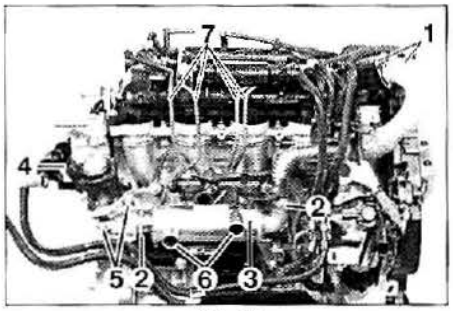

FIG. 25
• Desmontar el filtro de aire (9) y el soporte (10).
• Desmontar los tornillos de fijación (1) del conducto del intercambiador térmico EGR **(fig. 25)** (vista del motor desmontado para mayor claridad).
• Desmontar las abrazaderas de fijación (2) del intercambiador térmico EGR.
• Separar el intercambiador térmico EGR (3).
• Sacar el conector eléctrico (4).
• Desmontar los dos tornillos de fijación (5).
- el intercambiador EGR (3) después de haber desconectado los manguitos (6) **(fig. 25)**.
• Desmontar los tornillos de fijación (1) de la conducción del intercambiador térmico EGR **(fig. 25)**.
• Desmontar el resonador (3).
• Desmontar los tornillos de fijación (4) del portacables.
- el conjunto del cableado (5).
- el intercambiador EGR (3) después de desconectar los manguitos (6) **(fig. 25)**.
- las tuberías de sobrante de combustible (7).
- la tapa de culata (8) y taponar el taladro obtenido (útil PSA ref. 194-T1).
- las tuberías de alta presión de los inyectores (7) (fig. 25).